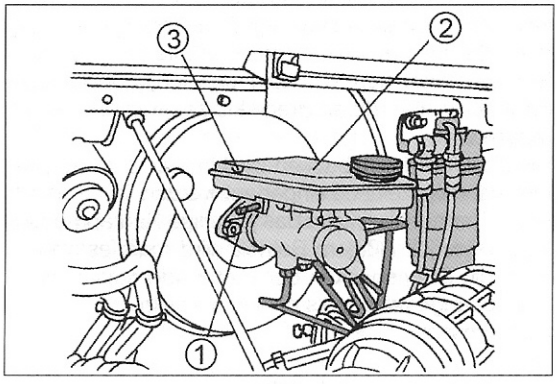

Bild 286
- Die Befestigungsspange an der Unterseite des Vorratsbehälters herausziehen (sitzt an der in Bild 286 gezeigten Stelle) und den Vorratsbehälter durch Hin- und Herwackeln aus dem Hauptbremszylinder herausziehen.
Den Vorratsbehälter wieder montieren. Dazu den Behälter in die Gummitüllen des Zylinders drücken, bis er in der richtigen Lage sitzt, und die Sicherungsspange in Bild 286 einschieben.